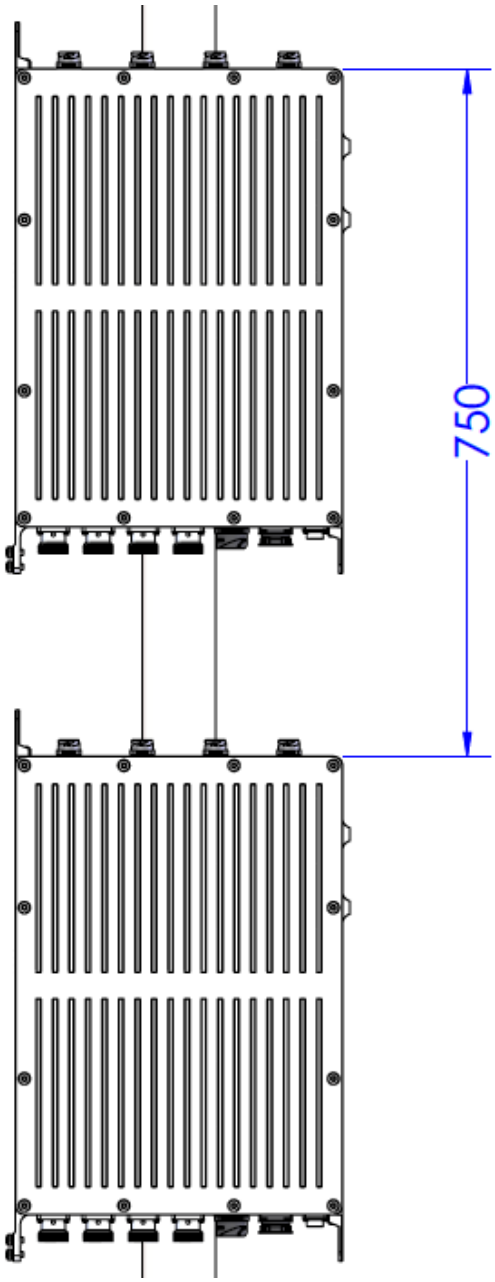

Figure 4-18 Installation spacing
4. If two devices need to be installed on the same pole, the spacing between the two devices should be 750mm, as shown in Figure 4-18